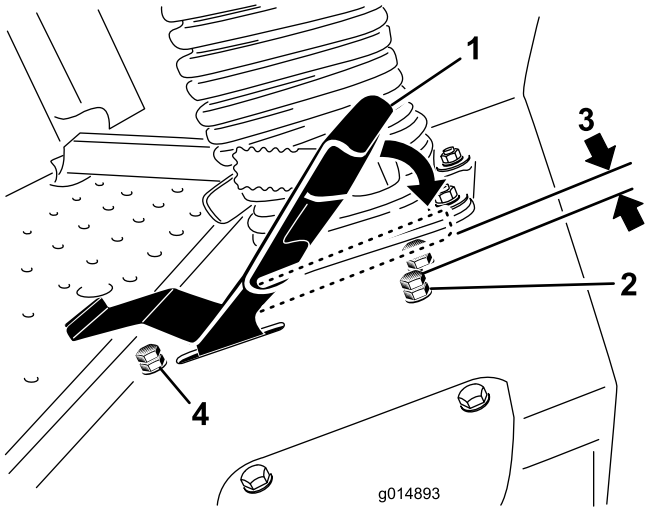

Figur 60
3. Lossa kontramuttern på stoppbulten för gaspedalen (Figur 60).